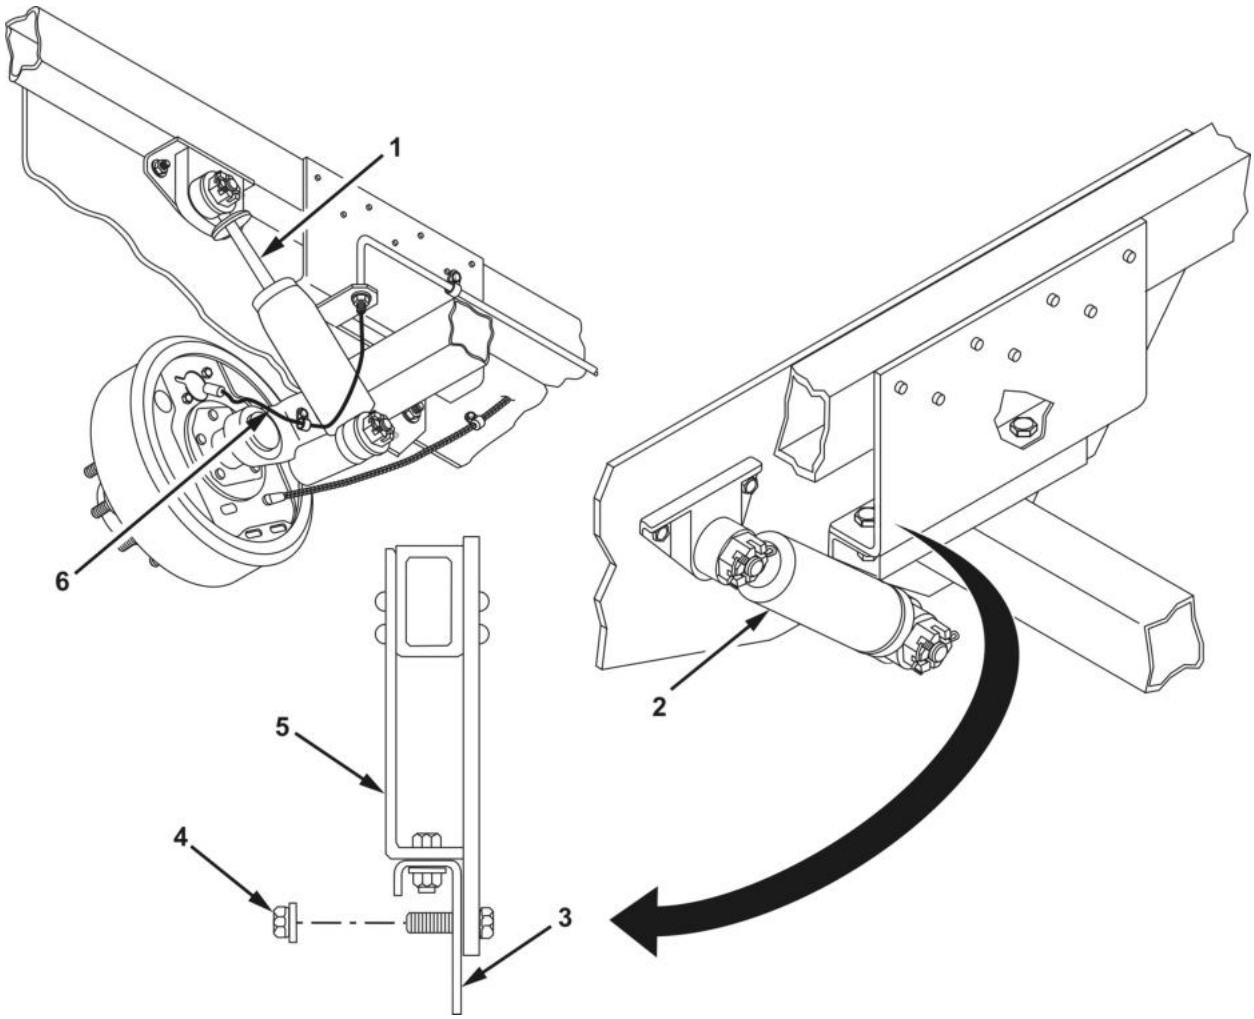

Figure 1. Axle Assembly Inspection.
1. Measure shock absorber extension rod (Figure 1, Item 1). If the exposed extension rod on either absorber measures less than 2.25 in. (69.9 mm), replace axle. If the difference between the two extension rods is 0.75 in. (19 mm) or greater, replace axle.
2. Ensure that eight axle mounting locknuts (Figure 1, Item 4) on two axle mounting brackets (Figure 1, Item 5) are torqued to 130 lb-ft (176 N•m).
3. Check axle mounting brackets (Figure 1, Item 3) and axle mounts (Figure 1, Item 5) for evidence of making contact with shock absorbers (Figure 1, Item 2). Any contact between shock absorbers and axle mounts requires replacement of axle. If shock absorbers are damaged or leaking, replace (WP 0050).
4. Inspect flex brake line (Figure 1, Item 6) for cracks or leaks. Replace as necessary (WP 0045).